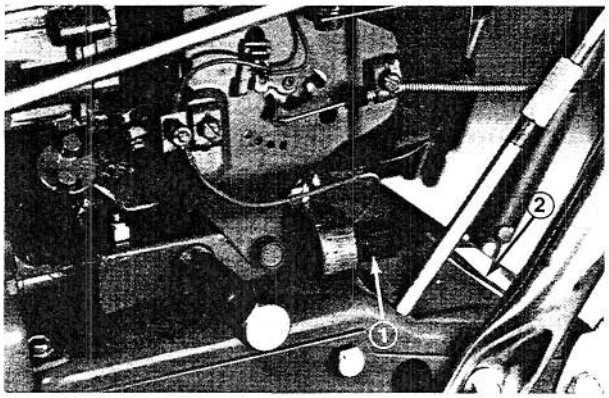

Figure 14
1. Plug handle wires firmly into plug on engine (Fig. 14).